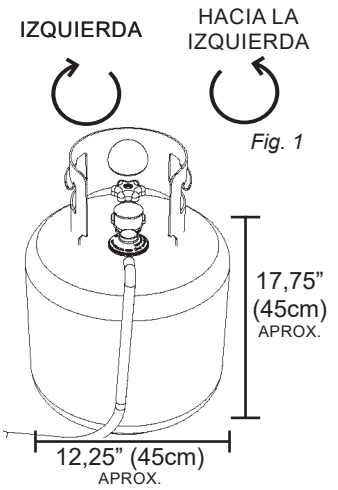

Fig. 1
4. Centre e inserte la boquilla del regulador en la salida de la válvula en el cilindro de gas (Fig. 1). Gire la tuerca del acople del regulador hacia la derecha hasta que pare. NO AJUSTAR DEMASIADO.